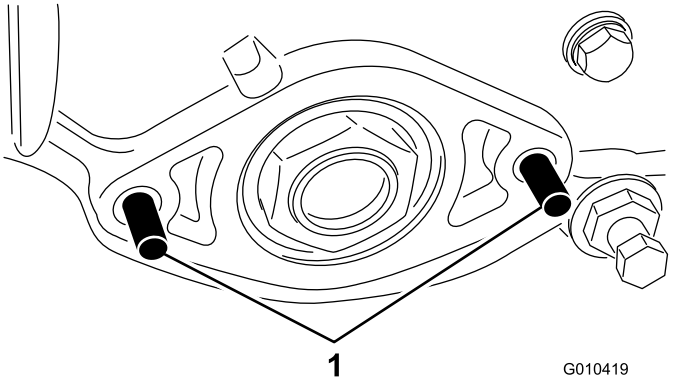

Figur 4
7. Skruva två bultar (M8) genom vänster sidoplåt i enlighet med Figur 4.